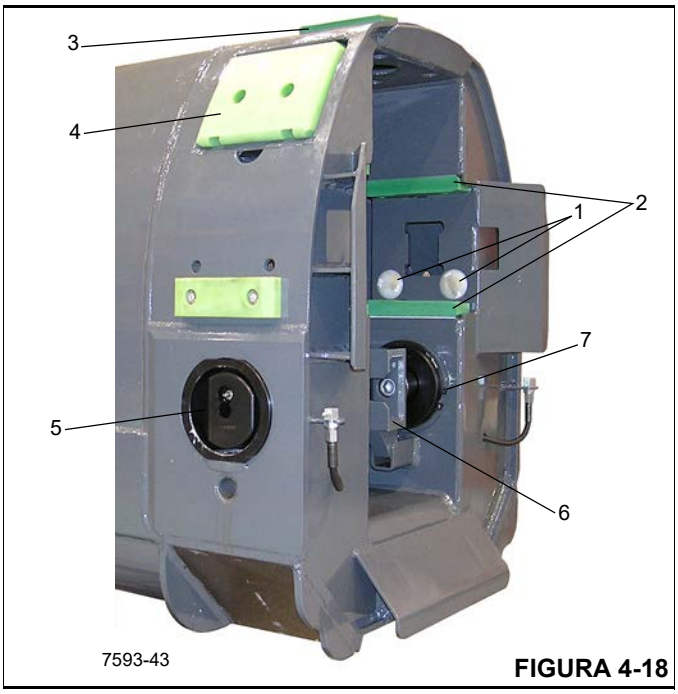
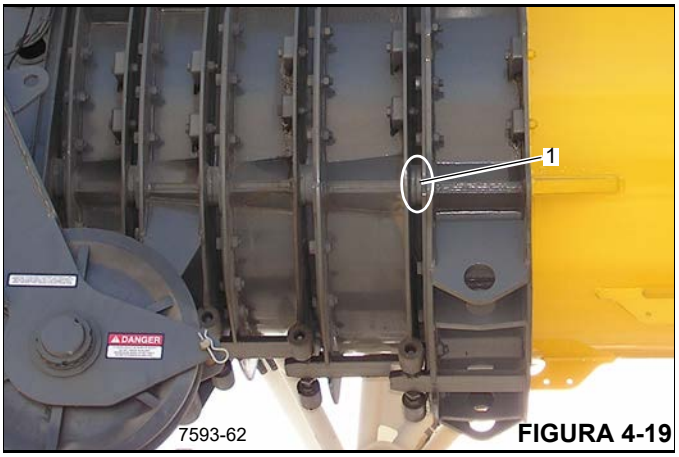

FIGURA 4-18
FIGURA 4-19
2. Remova as placas de botões redondos (1) (Figura 4-18) dos furos relacionados na parte traseira da seção.
3. Remova os quatro dispositivos deslizantes (2) e os calços dos trilhos superiores e inferiores na parte traseira da seção.
4. Remova as duas placas de desgaste externas inferiores (3) e os calços da seção.
5. Remova as duas placas de desgaste externas laterais (4) da seção.
6. Remova os dois conjuntos de pinos das seções (5):
a. Remova a articulação (6).
**b.** Remova o anel de pressão (7) no canal do diâmetro externo do tubo guia. Remova o conjunto do pino da parte externa da seção.
**2.** Remova as placas de botões redondos (1) (Figura 4-18) dos furos relacionados na parte traseira da seção.
**3.** Remova os quatro dispositivos deslizantes (2) e os calços dos trilhos superiores e inferiores na parte traseira da seção.
**4.** Remova as duas placas de desgaste externas inferiores (3) e os calços da seção.
**5.** Remova as duas placas de desgaste externas laterais (4) da seção.
**6.** Remova os dois conjuntos de pinos das seções (5):
**a.** Remova a articulação (6).
**7.** Remova as placas do calço de parada (1) (Figura 4-19) e os calços das saliências de montagem do calço de parada em cada lado.